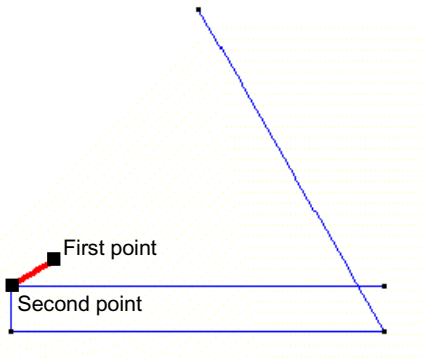

Figure 5. The line segment selected is the translation vector.
3. In the **Copy** window, choose **Translation** from the **Transformation** menu and **Lines** from the **Entities Type** menu. The translation vector for the translation to be made is the line just created. As the first point of the translation, select the point farthest from this line segment. For the second point, select the other point of the line (Figure 5). To select an existing point, you must change the "No Join / Join" option located in the contextual submenu from 3rd mouse's button menu or use the shortcut (Control-a), notice that the cursor change from a cross to a box.